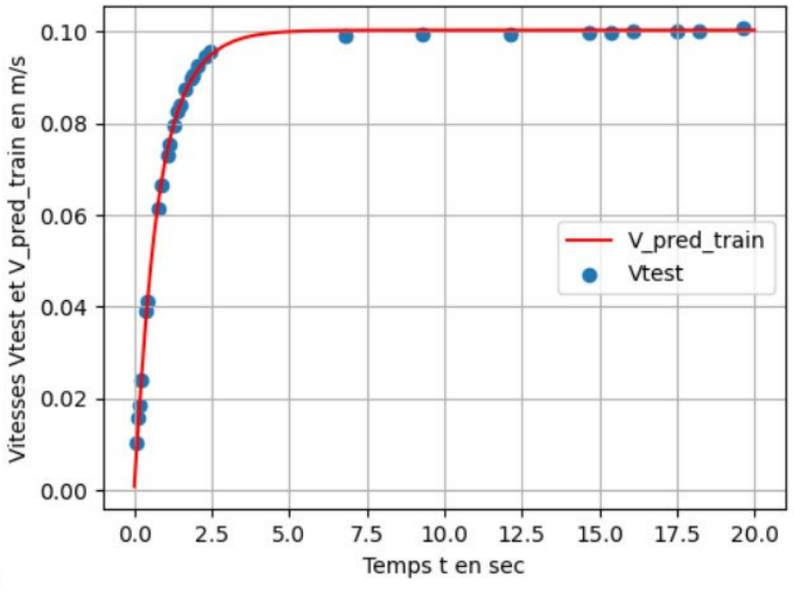

Figure 14
c) La ligne 42 du code retourne `0.9995664`, la **figure 14** page 15 représente les tracés des vitesses `Vtest` et `V_pred_train`. Que pensez-vous de la qualité de prédiction ?